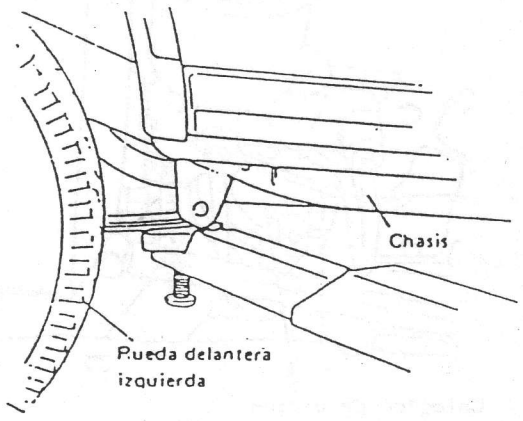

Fig. 0-7 Situación del soporte en la parte delantera
5. Las Fig. 0-7 y 0-8 ilustran la manera de levantar el vehículo utilizando un elevador.